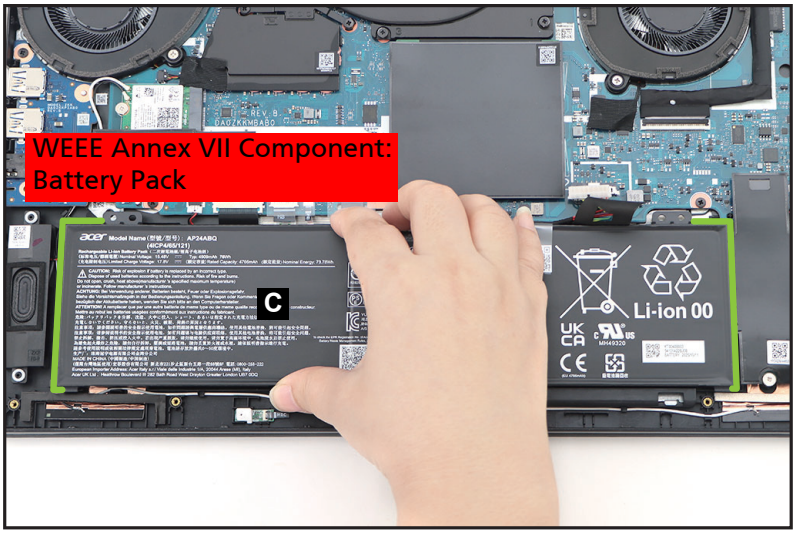

Figure 1-8. Battery Pack Removal
3. Lift to release the battery pack (C) from the compartment studs (highlighted with the green lines) (Figure 1-8). Then remove the battery pack.